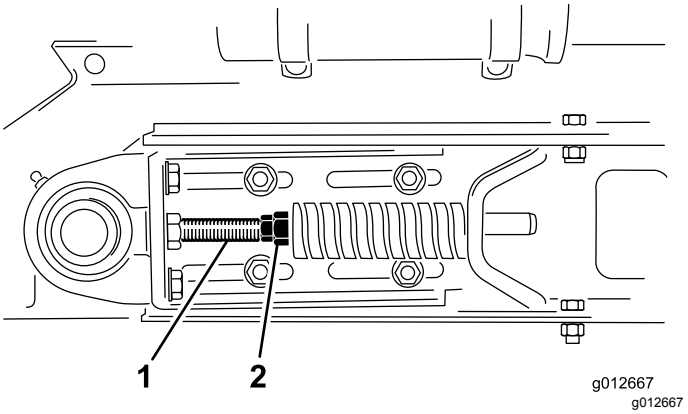

Figur 25
1. Løsn de forreste og bageste kontramøtrikker på spændstangen for at frigøre fjederspændingen (Figur 25).